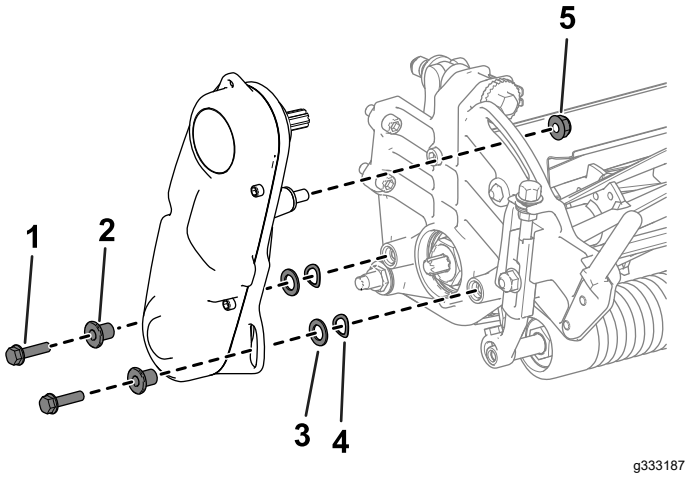

Rysunek 36
2. Odkręć elementy mocujące zespół napędu wrzeciona do płyty bocznej (Rysunek 36).
3. Zdemontuj zespół napędu wrzeciona, podkładki płaskie, podkładki sprężyste i elementy dystansowe z płyty bocznej (Rysunek 36).